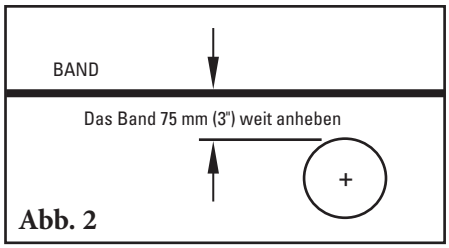

Abb. 2
2. **Das Band** ca. 75 mm (3") weit anheben, wo das Bandführungssystem montiert werden soll. Vorhandene Tragrolle entfernen (Abb. 2)